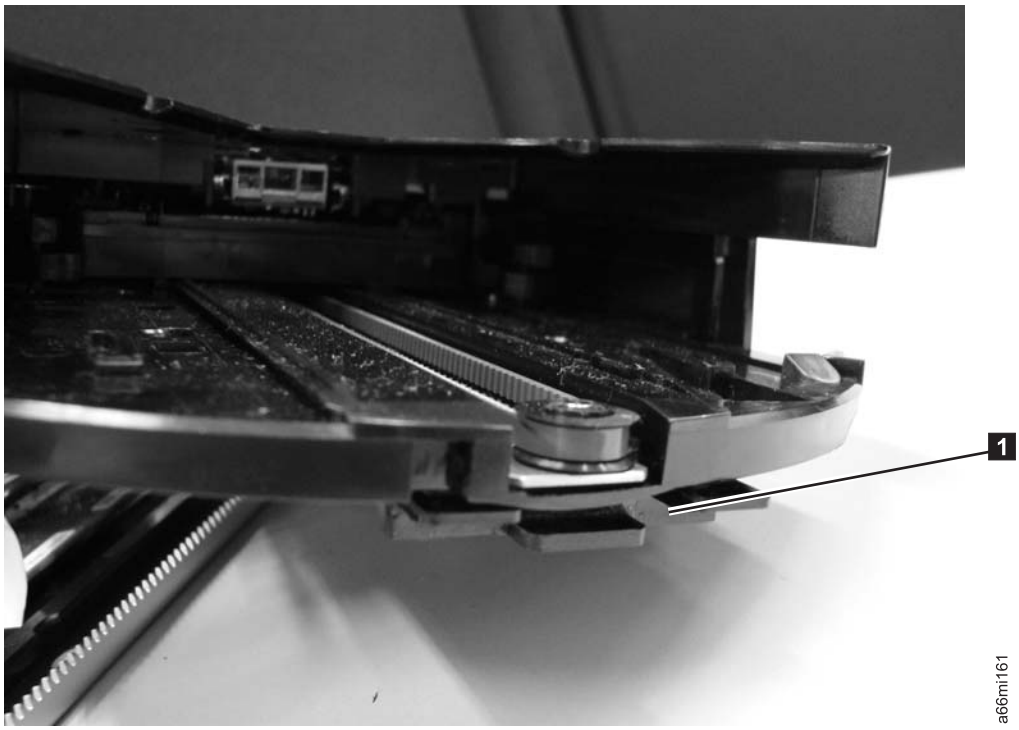

Figure 7-98. Slot on the Picker Assembly
1) The slot is indicated by **1** in Figure 7-98